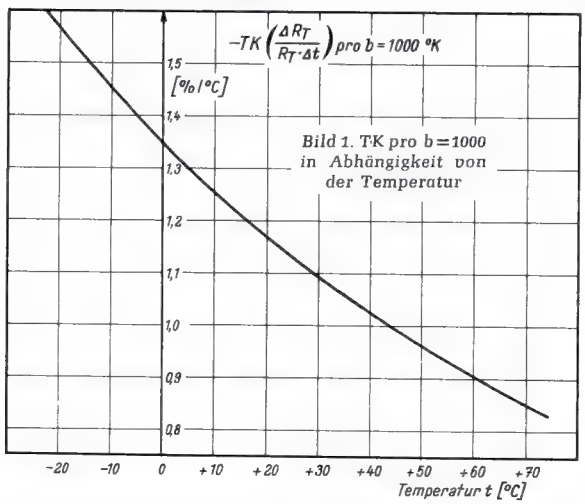

*Bild 1. TK pro b = 1000 in Abhängigkeit von der Temperatur*
*Bild 1* zeigt die Abhängigkeit des TK pro b = 1000 von der Temperatur.
Bei der Berechnung des Widerstandes muß man beachten, daß meist der Widerstand bei + 25° C mit einer Toleranz von ± 5, 10 oder 20 % und der b-Wert mit ± 5 oder 10 % ausgeliefert werden. Da in der Praxis der ungünstigste Fall, daß sich diese beiden Toleranzen voll addieren, relativ selten vorkommt, braucht man, wenn die aus dem b-Wert herrührende Widerstandstoleranz nahe der bei 25° C ist, nur etwa den 0,7...0,8fachen Wert der Summe dieser Toleranzen zu berücksichtigen. Das Diagramm (Bild 1) zeigt, welche Widerstandstoleranzen sich aus einer b-Toleranz von 5 % für je b = 1000 ergeben. Für b = 3000 z. B. ist bei + 75° C und einer b-Toleranz von ± 5 % eine zusätzliche Widerstandstoleranz von 3 · ± 2,5 % = ± 7,5 %.